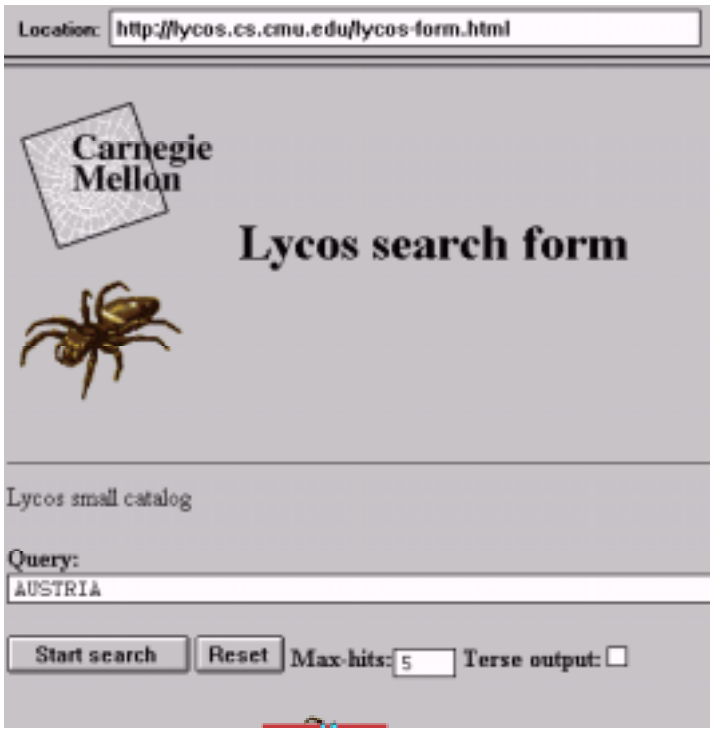

Bild 3: **LYCOS Suchseite, Suchbegriff „AUSTRIA“, 5 Treffer gesucht**
- Lycos search form (***Bild 3, Bild 4a..e***),